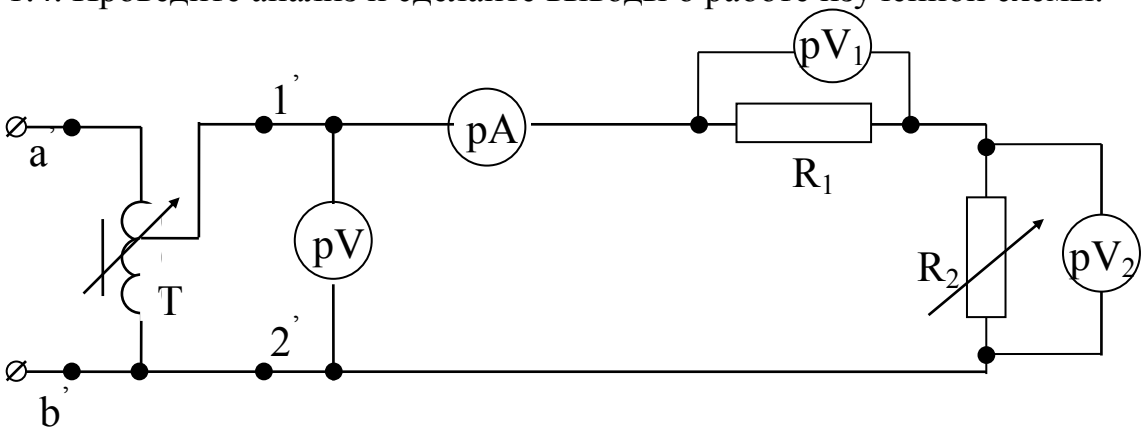

Рис. 1.1
1.1. Соберите цепь по схеме рис. 1.1.